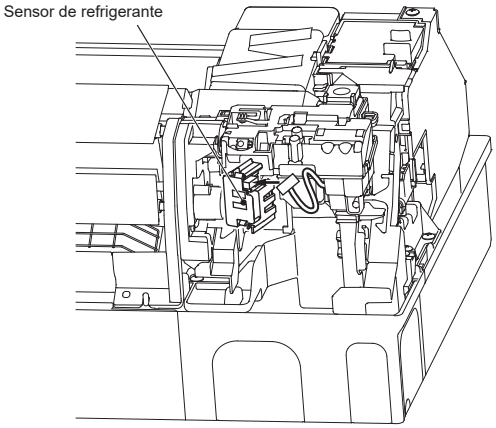

Fig. 2
3) Conecte el cable conductor al sensor de refrigerante. (Fig. 2)